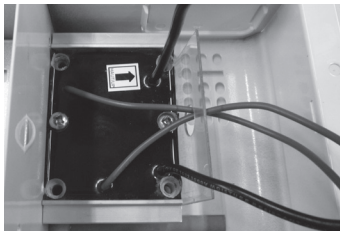

FIG. 2
3. Passer les fils bleus (côté contrôle) du relais dans le trou du séparateur. FIG. 2